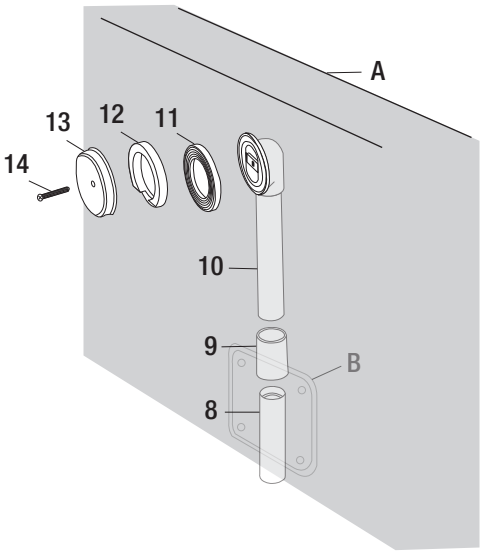

Fig. 5
- Plier doucement le tuyau en cuivre (8) et passer le entre les parois intérieures de la baignoire. Utiliser l'ouverture par le panneau d'accès (B) pour positionner le tuyau en cuivre (8).
- Assembler le trop-plein (Fig. 5) en s'assurant que le joint d'étanchéité (11) soit à l'intérieur de la baignoire et que l'entretoise (12) soit sur la paroi extérieure de la baignoire. Serrer la vis (14).